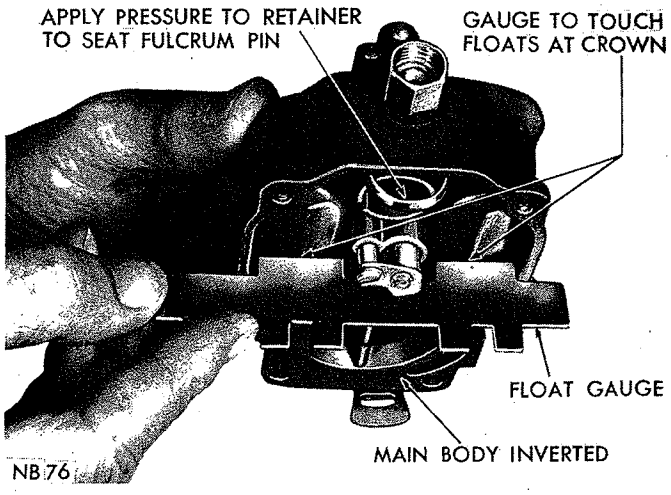

***Fig. 12—Checking the Float Setting***
(1) Install floats with fulcrum pin and pin retainer in main body.
(2) Install needle, seat and gasket in the body and tighten securely.
(3) Invert main body so that weight of the floats **only,** is forcing the needle against seat. Hold finger against retainer to fully seat the fulcrum pin.
(4) Using Tool T109-282 or T109-220; or a T scale, check the float, as shown in (Fig. 12). There should be ¼ or 9/32 inch (Taxi) (depending on carburetor, Refer to Specifications), from surface of fuel bowl to crown of each float at the center.